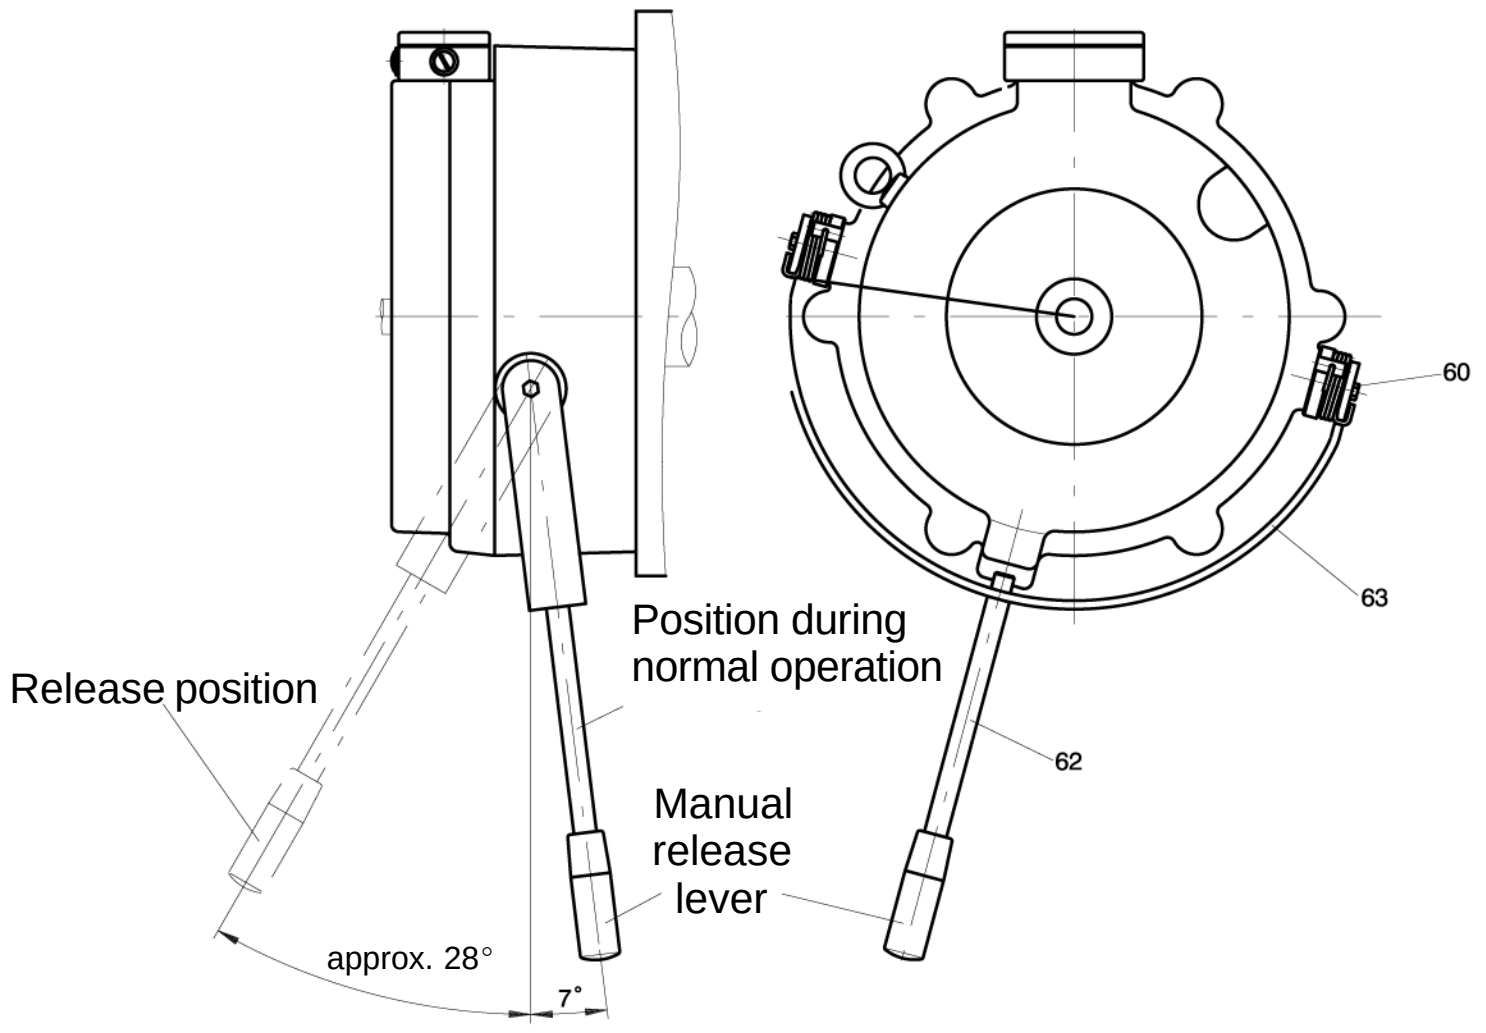

Fig. 6-23
The brake can be optionally equipped with a manual release (refer to Fig. 6-23). This involves a non–latching manual emergency release lever. This can be used to release the brake in an emergency situation, e.g. if the power fails. This is realized by simply moving the release bar (62) through approx. 30° into the release position. The brake is only released as long as the release bar is kept in the release position. The release bar then automatically swings back into the quiescent position for normal operation. The release bar can be unscrewed and withdrawn.